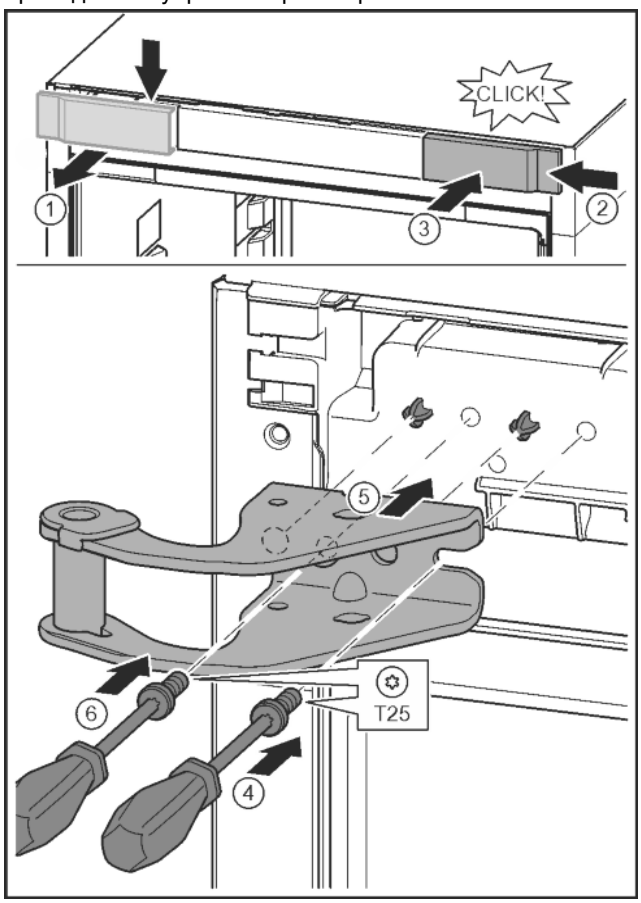

Fig. 14
▶ Отпустить крышку и снять сбоку. *Fig. 14 (1)*
▶ Навесить крышку, повернув ее на 180°, справа с другой стороны. *Fig. 14 (2)*
▶ Крышку зафиксировать. *Fig. 14 (3)*
▶ Установить винт отверткой T25. *Fig. 14 (4)*
▶ Установить верхний опорный кронштейн. *Fig. 14 (5)*
▶ Затянуть винт. *Fig. 14 (4)*
▶ Вставить и затянуть винт отверткой T25. *Fig. 14 (6)*